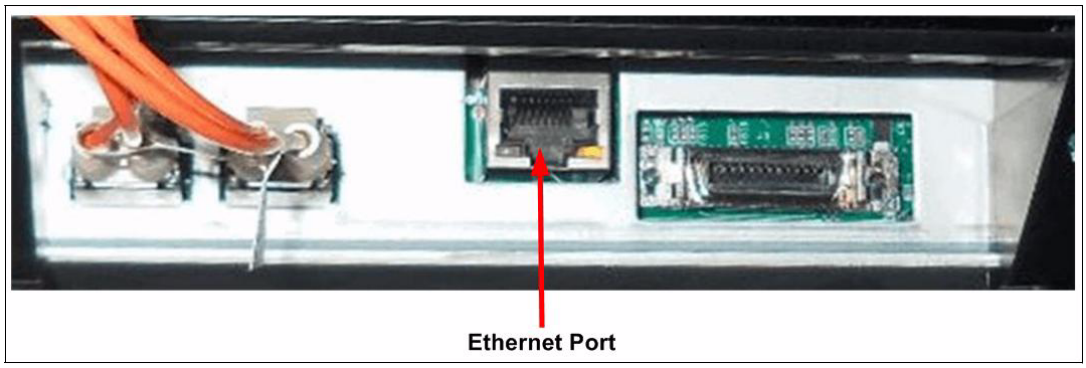

Figure 3-17 TS1150 Ethernet port
The Ethernet port is used in the TS1155 and TS1150 Rack mount configuration, when in a TS3500 tape library configuration the TS3500 tape library management interface (MI) can be used to manage the TS1155 and TS1150 instead. Figure 3-17 on page 152 shows the location of the Ethernet port.
The 3592-E08, 55E and 55F canisters no longer have an RS-232 serial port. An Ethernet service port was added to the drive, which is for service, and use by the user. It provides the capability for users to access advanced drive status pages, and for service personnel to access a drive virtual operator panel and perform firmware uploads and download drive memory dumps. It is a single, standard RJ45 connector at the rear of the canister, as shown in Figure 3-17.